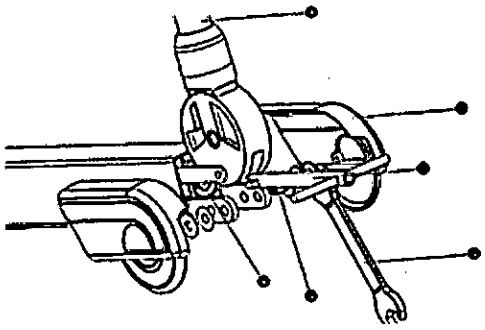

Fig. 3-9
8. Llave de ajuste: si el brazo móvil es inflexible durante el uso, ajuste el resorte del brazo móvil (Fig. 3-9).